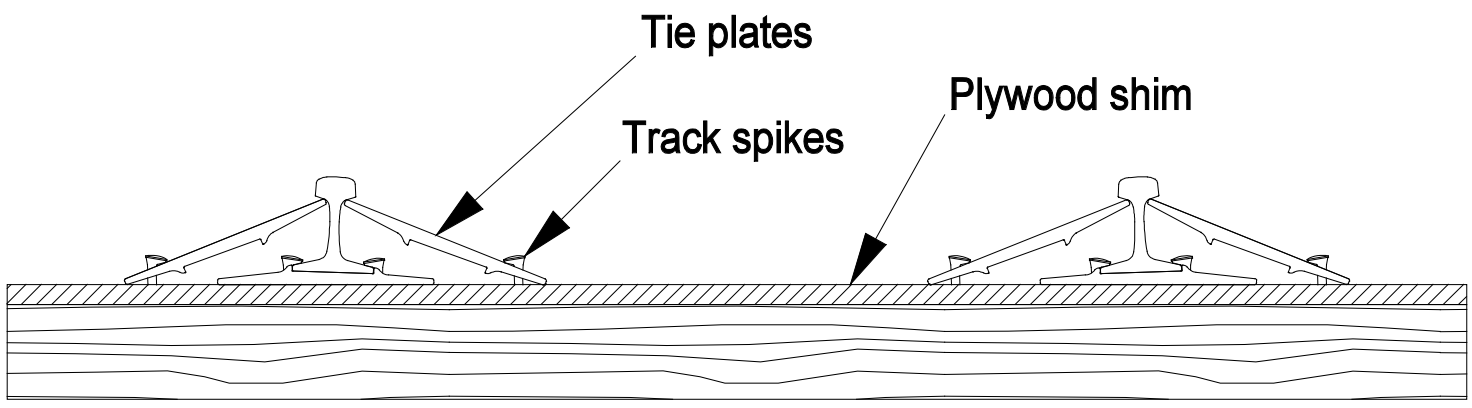

Figure 2-CC
- Fill all holes in tie plates when spiking rail back down to wood ties as shown in Figure 2-CC.